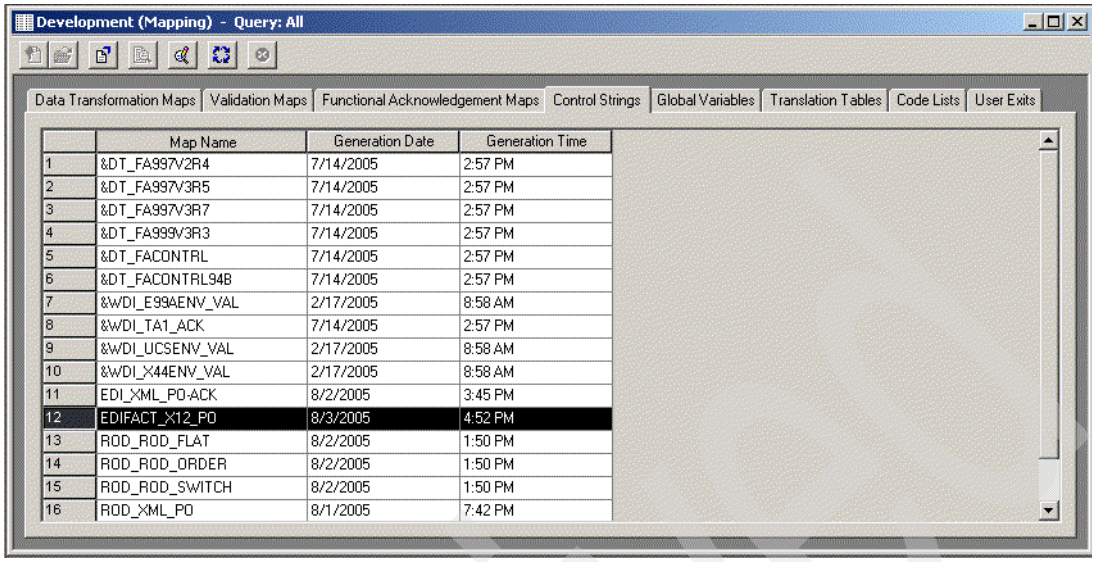

Figure 21-6 Selecting the Control String for export
2. Highlight the **EDIFACT_X12_PO control string ()** and select **Actions** → **Export To Other Database....** See Figure 21-6 on page 736.